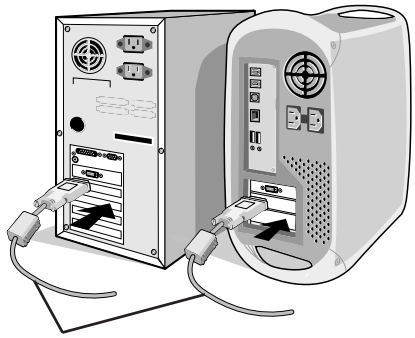

Figura A.1
2. **Per il PC o il Mac con l'uscita digitale DVI:** Collegare il cavo segnali DVI al connettore della scheda video del sistema (**figura A.1**). Serrare tutte le viti.